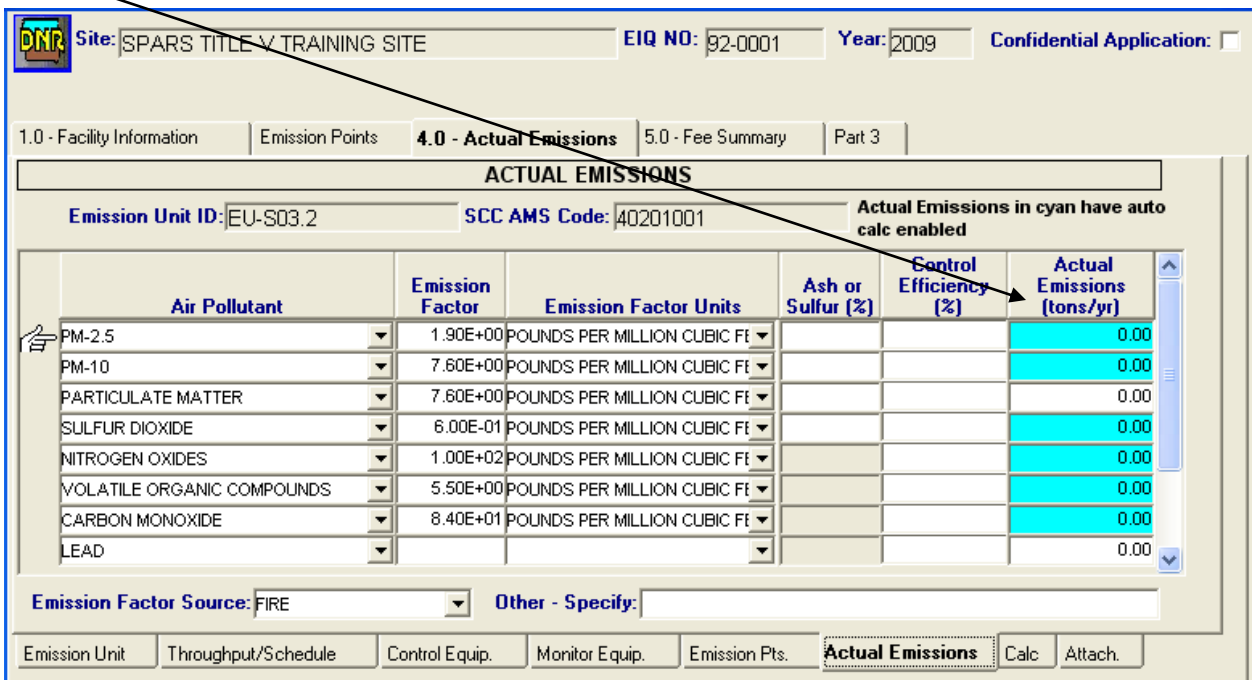

Figure 9.37 – Actual Emissions Sub Tab for an existing Process that did not operate during the Inventory Year.
10. For any process that did not operate or was decommissioned by remained at the facility during the Inventory Year, the actual emissions displayed on the Actual Emissions sub tab will be "zero" (see Figure 9.37).